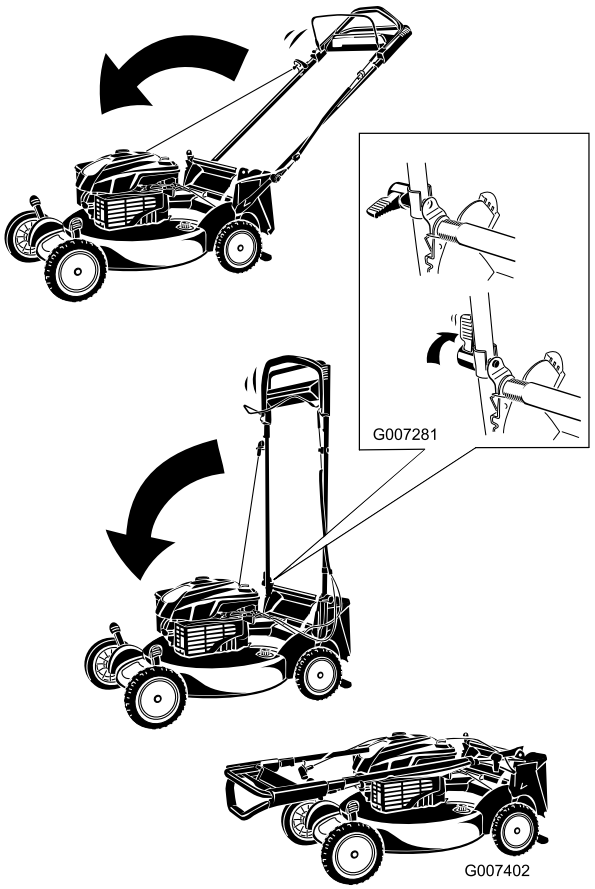

**Figur 42**
1. För handtaget framåt (Figur 42).